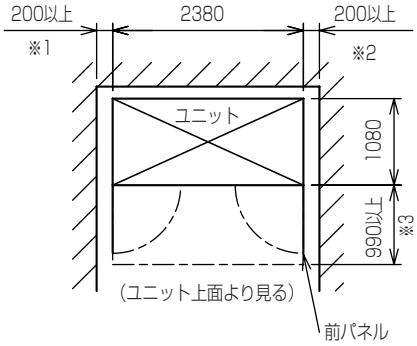

図1
- 室内ユニットの設置は、強固な床面を選定してください。また、保守サービスが容易にできるように図1に示したサービススペースを必ず確保してください。